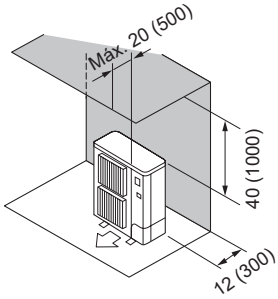

Fig. 2-7
② Obstáculos en la parte trasera y superior (Fig. 2-7)